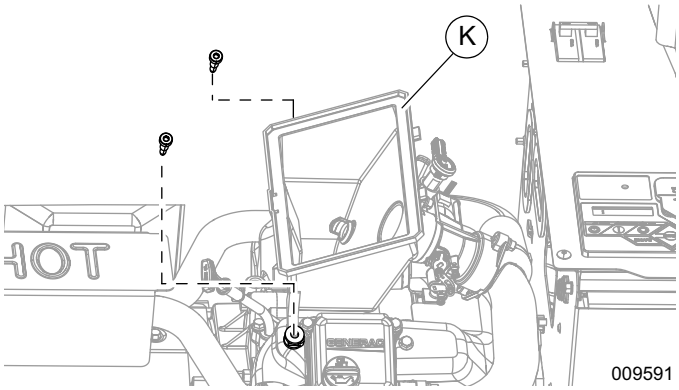

Figure 8. Removing the Airbox Screws (500/1000 Series)
3. See ***Figure 8***. Remove screws from airbox base (K).